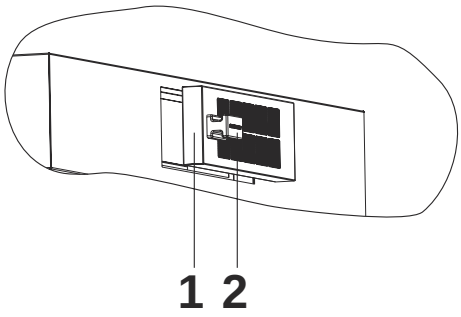

Fig. 5
1. Ta bort kolfiltret (Fig. 5/1) vid magnethållaren (Fig. 5).